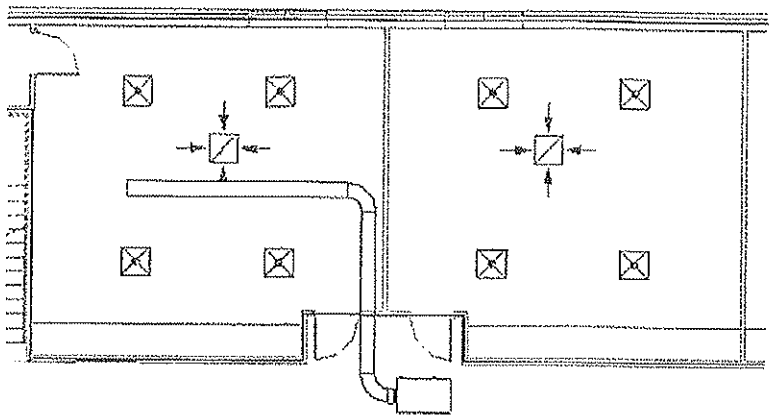

Figure 8–51
14. Select one of the air terminals in the same room as the ductwork. Right-click on the connector and select **Draw Flex Duct**. Connect the flex duct to the rectangular duct as shown in Figure 8–52.